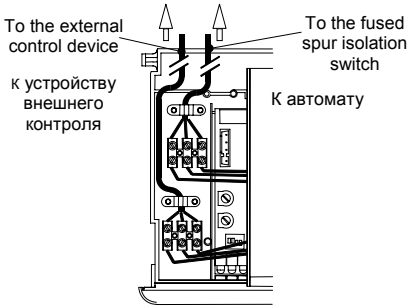

Fig. 5.9
6. Route the electrical supply flexible cord and the external control flexible cord as illustrated in Fig. 5.9. Lock the flexible cords in place with the flexible cord clamps
7. Разведите провод электропитания и гибкий провод внешнего контроля, как указано на рис. 5.9. Зафиксируйте гибкий провод при помощи хомутов.